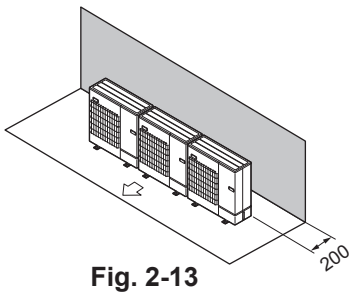

Fig. 2-13
(1) Obstacles uniquement à l’arrière (Fig. 2-13)